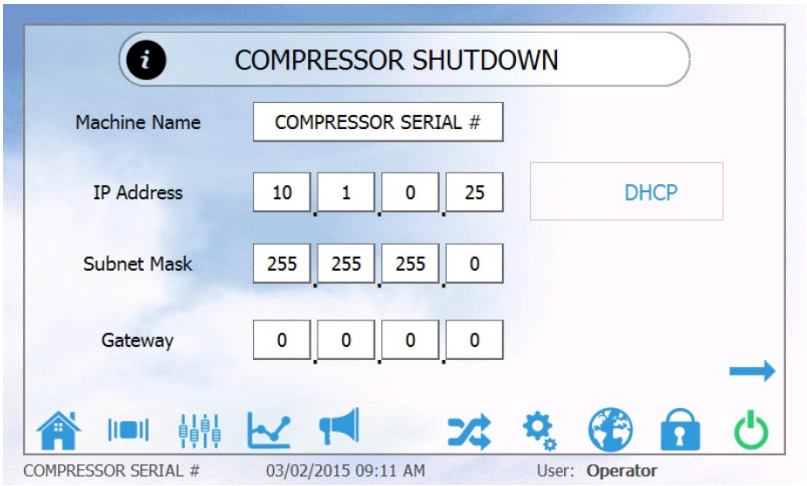

FIGURE 3-16
3. Once logged in, access the Information Screen via the icon located at the top of the operator interface. Use the and icons to scroll to the Setup Communication Screen and then select the Ethernet button to access the screen shown in Figure 3-16.